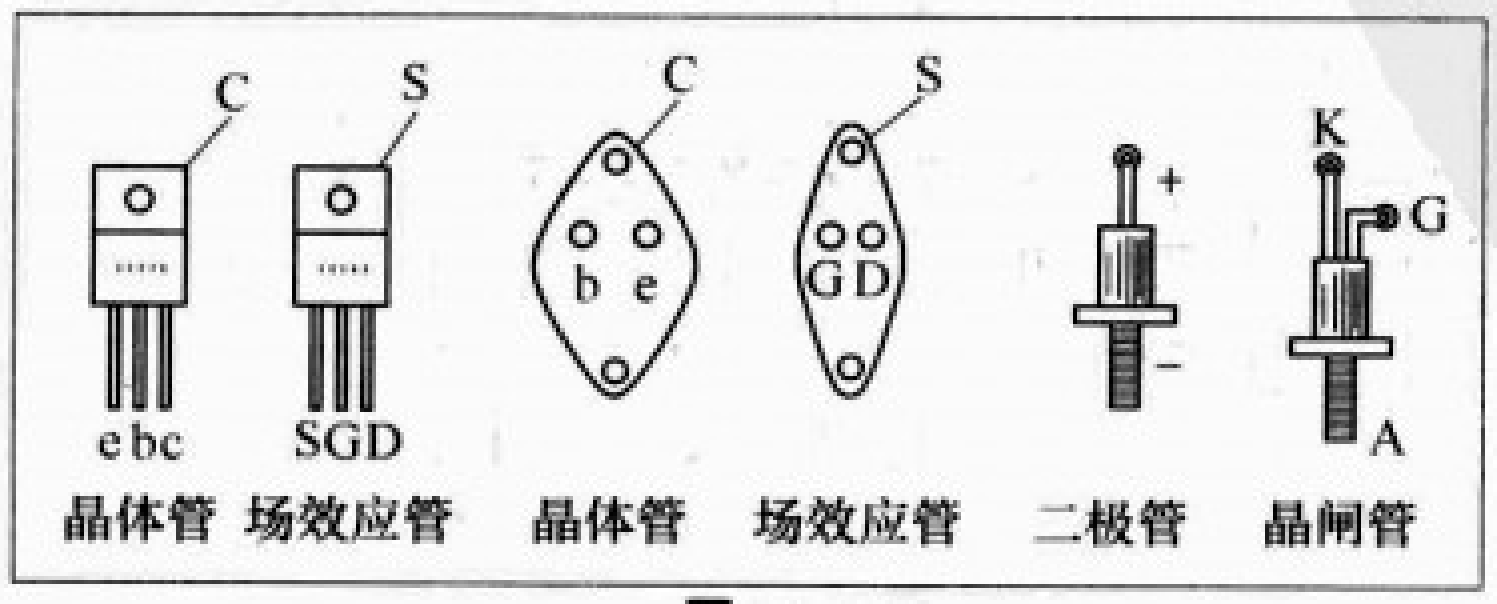

图31
7.带散热片塑封管的散热片往往与某一管脚相连通，例如晶体管的散热片一般与集电极相连通，场效应管的散热片一般与源极相连通。金属壳大功率管及金属螺栓型管的金属外壳本身就是一个管脚，例如晶体管的金属外壳是集电极，场效应管的金属外壳是源极，二极管的金属外壳是负极，晶闸管的金属外壳是阳极，如图31所示。在安装散热器时应注意绝缘问题，如果散热器与电路绝缘，则半导体管